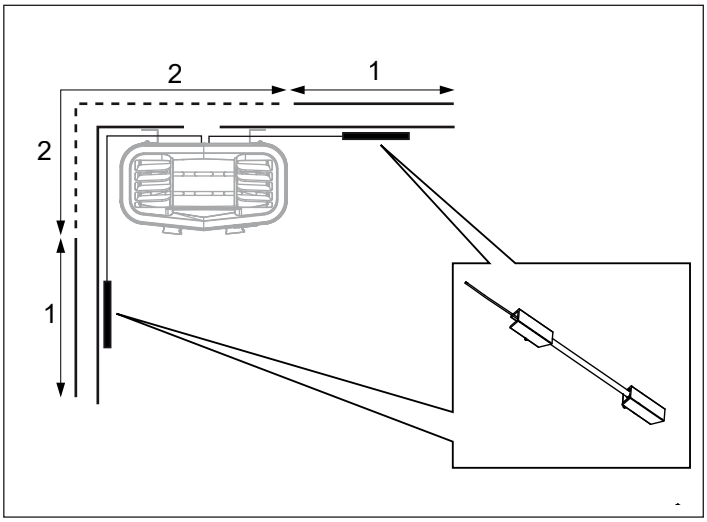

Fig 11: Placering av temperatursensor
7. För placering av temperaturhållare på väggen (se Fig 11). Om möjligt välj placering 1. Placering 2 kommer medföra lägre temperatur i bastun.